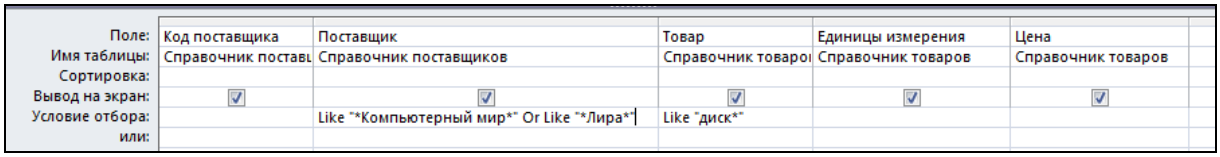

Рис. 4.4. Задание условий отбора
5. В строке *Условие отбора* записываются условия (рис. 4.4). Символы, используемые в запросах, описаны в табл. 4.1.